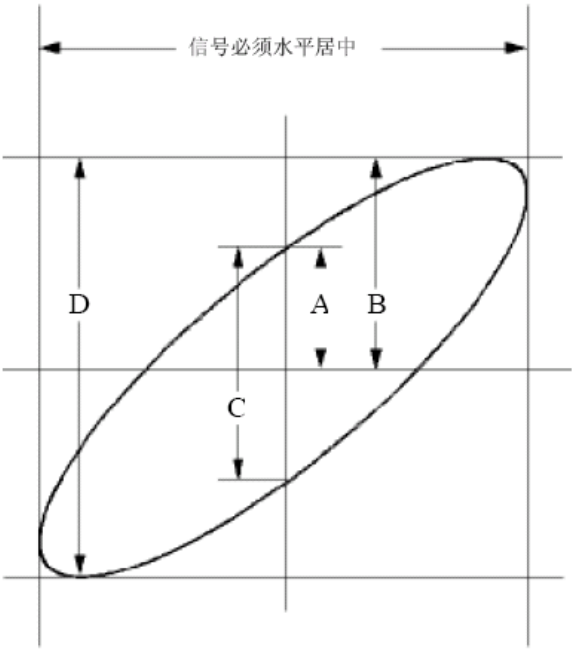

图 9-6：李沙育（Lissajous）图形
(8) 调整 **垂直档位 、垂直位移** 旋钮使波形达到最佳效果。
(9) 应用椭圆示波图形法观测并计算出相位差。见图 9-6。